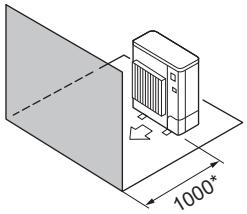

Fig. 2-10
④ Solo ostacoli anteriori (Fig. 2-10)